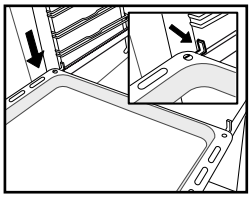

Fig. 5
5. Установите принадлежности на направляющие *(Рис. 5, 6)*.